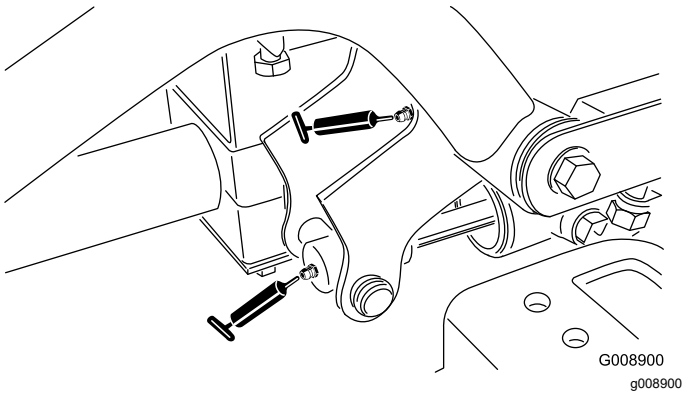

**Figur 66**
- Den främre högra lyftarmens svängpunkt och lyftcylinder (två nipplar – Figur 66)